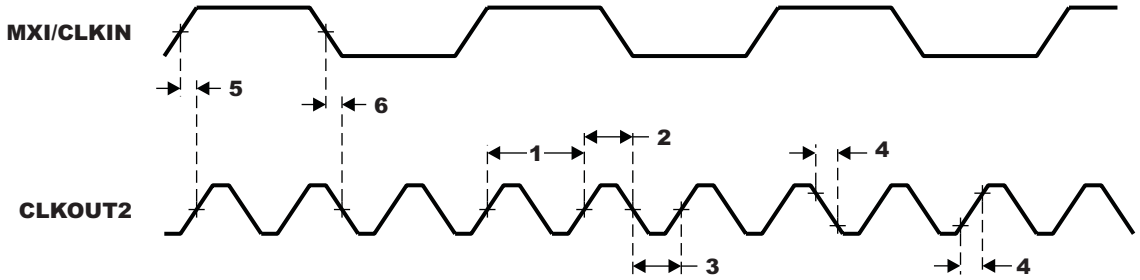

Figure 5-10. CLKOUT2 Timing
Table 5-8. Switching Characteristics Over Recommended Operating Conditions for CLKOUT2[(1) (2)] (see Figure 5-10)